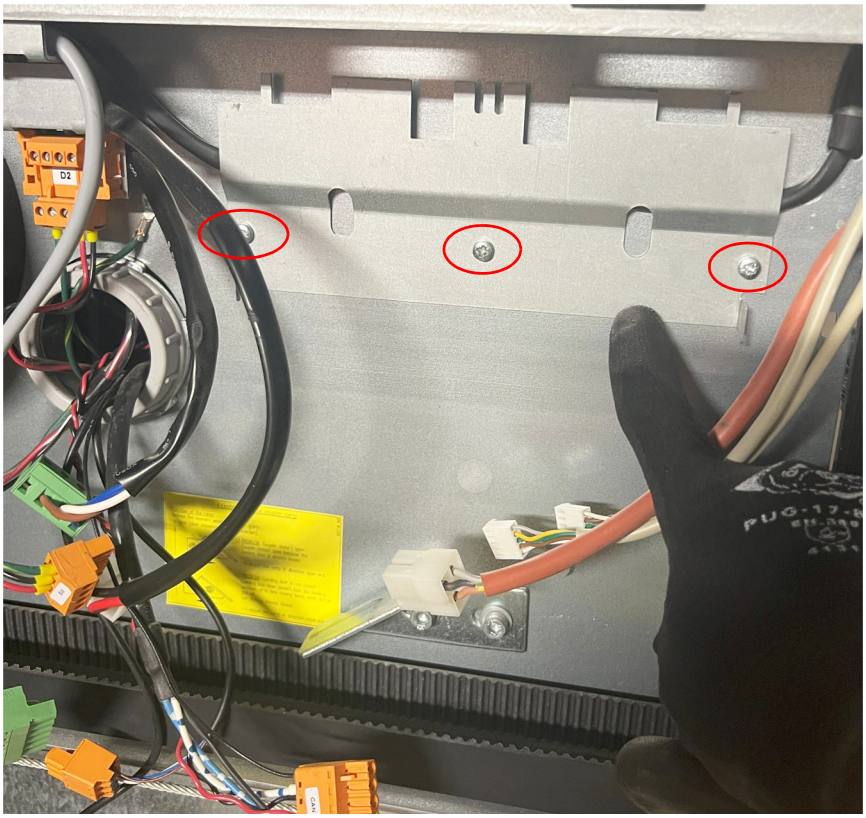

Figure 5 - Remove the Wiring Cover
11. Use a #2 Phillips head screwdriver to remove the three screws securing the wiring cover, and then remove the cover. See Figure 5.